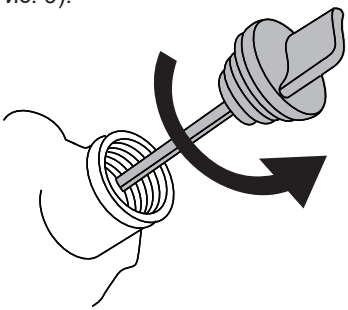

Рис. 9. Крышка-щуп маслозаливной горловины
3. Открутите крышку-щуп маслозаливной горловины и извлеките щуп (Рис. 9).
3. Выкрутите крышку-щуп маслозаливной горловины и извлеките щуп (Рис. 9).